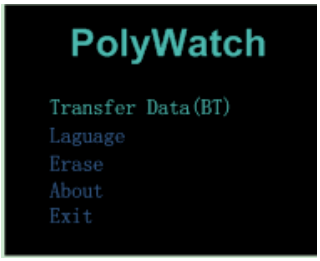

Figure 2-8 "Tools" interface
②Press the **On-Off/OK** Button⏻/⊙ to enter the "Tools" interface(Figure 2-8).